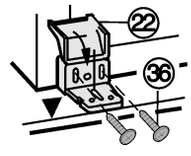

Fig. 29
- ▶ De kunststof hoek *Fig. 29 (22)*met M5-schroeven *Fig. 29 (36)* aan de greepzijde op het apparaat bevestigen.
- ▶ De kunststof hoek *Fig. 29 (22)* in één lijn brengen met de voorzijde van de onderkant van het meubel.